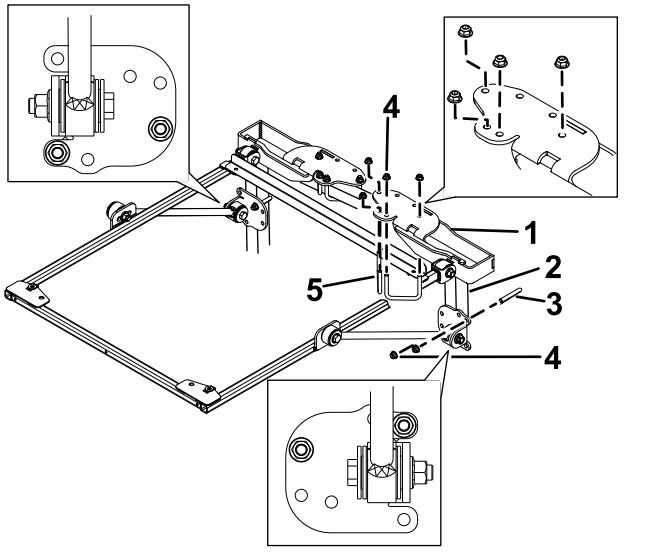

Figure 36
4. Placez les supports de montage du système ROPS en haut de l'arceau de sécurité du groupe de déplacement (Figure 36). Centrez bien l'arceau de sécurité dans les supports de montage du système ROPS.
5. Utilisez les trous indiqués à la Figure 36 pour fixer chaque support de montage du système ROPS au sommet de l'arceau de sécurité à l'aide de 2 étriers filetés (2-3/4") et de 4 écrous à embase.
6. Utilisez les trous indiqués à la Figure 36, pour fixer légèrement chacun des supports de raidisseur aux montants de l'arceau de sécurité